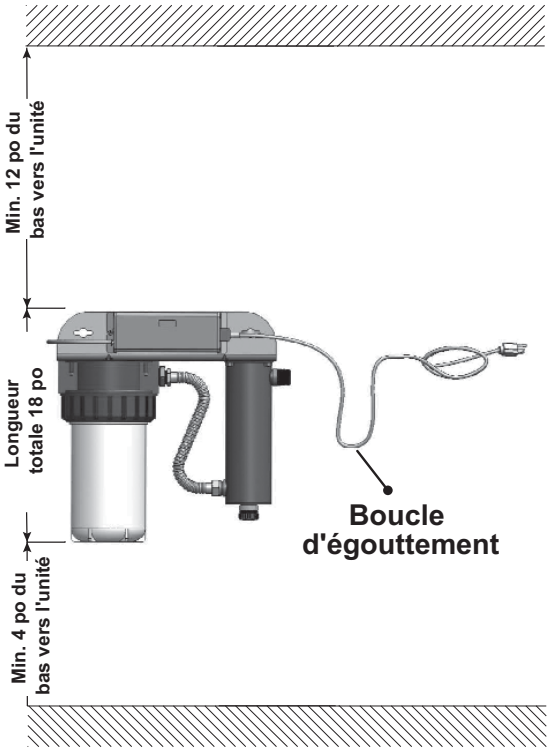

Figure 3 Installation de la désinfectin
Le système de désinfection est conçu pour être installé à un point d'entrée. Des boucles d'égouttement dans tout le cordage branché au dispositif de commande sont hautement recommandées. Consultez la Figure 3.
2. Sélectionnez un emplacement approprié pour le système de désinfection et ses composants connexes. Étant donné qu'il est recommandé d'installer un dijoncteur de fuite de terre (DFT), assurez-vous qu'il est pris en compte avant l'installation. Lorsque vous sélectionnez un emplacement de montage, laissez suffisamment d'espace pour permettre la dépose du manchon de la lampe UV, ainsi qu'assez d'espace pour changer les cartouches de filtre. Consulter la Figure 3 pour les dimensions d'espace typiques.
4. Assurez-vous d'avoir laissé une « boucle d'égouttement » sur le cordon d'alimentation, à nouveau, pour empêcher l'eau de pouvoir entrer dans le dispositif de commande. Consultez la Figure 3.